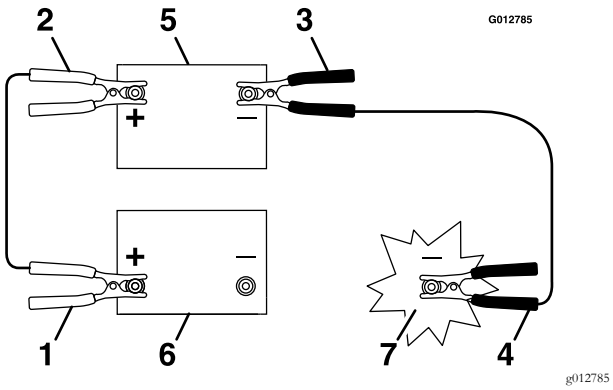

Figure 26
3. Connect the positive (+) cable to the positive (+) terminal of the discharged battery that is wired to the starter or solenoid as shown in Figure 26.